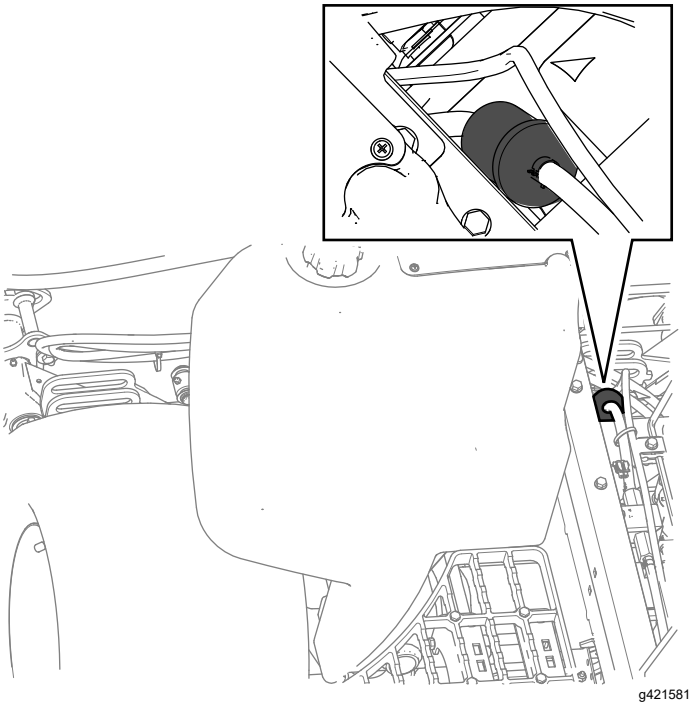

**Figuur 88**
**Opmerking:** Zorg ervoor dat het filter is geörienteerd zoals getoond in Figuur 88.